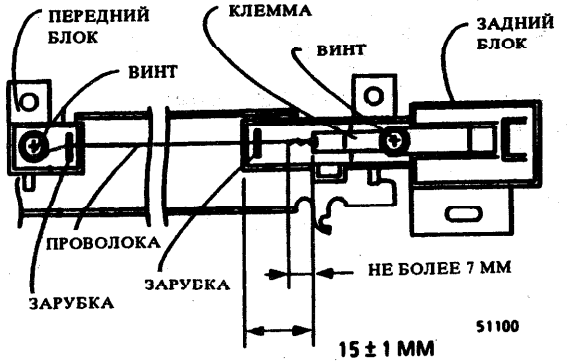

Рис. 3. Заправка и натяжение проволоки коротрона переноса
2. (Рис. 3): Смонтировать клемму на задний блок коротрона переноса; вставить винт.
3. (Рис. 3 и 4): заправить проволоку в насечки на обоих блоках; загнуть другой конец петлей на полвитка вокруг винта в переднем блоке, между шайбой и головкой винта.
4. (Рис. 3): отрегулировать натяжение проволоки: